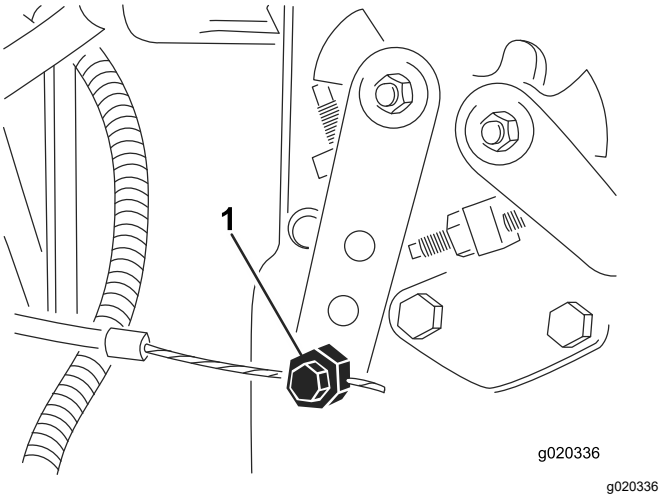

**Figure 78**
3. Desserrez le connecteur du câble d'accélérateur sur le bras du levier de la pompe d'injection (Figure 78).